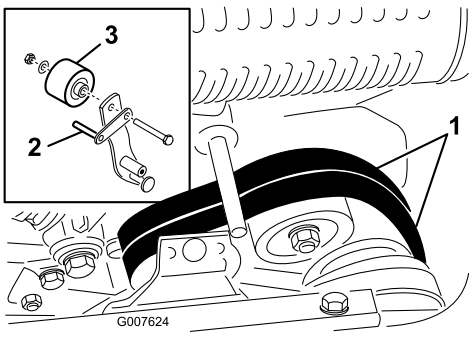

Bild 34
8. Wenn Sie das Schieben oder Ziehen der Maschine ohne Starten des Motors vereinfachen möchten, stellen Sie den Riemenführungseinsatz ein (Bild 34). Gehen Sie folgendermaßen vor: